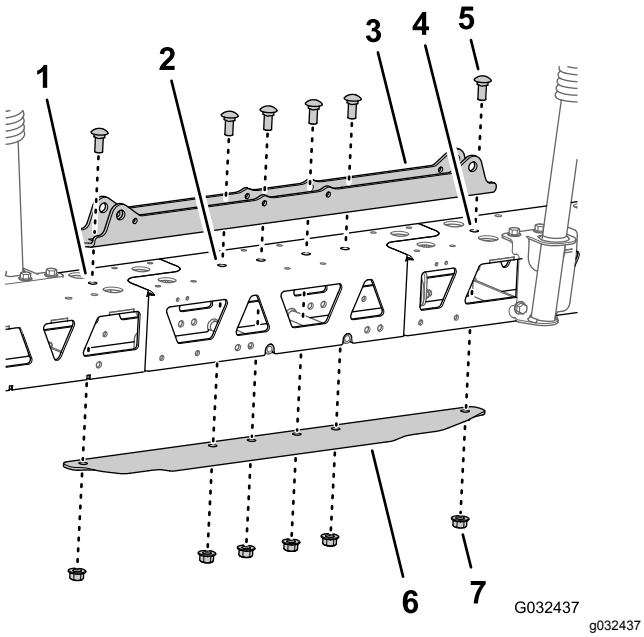

Figur 55
5. Juster hullerne i cylinderbeslaget, så de passer med hullerne ved midterlinjen på afstiverstellet og midterbomforlængeren (Figur 55).
6. Sæt stødpladen ind i afstiverstellet og midterbomforlængeren, og juster hullerne i stødpladen, så de passer med hullerne ved midterlinjen på afstiverne og bomforlængeren (Figur 55).
7. Saml cylinderbeslaget, afstiverne, midterbomforlængeren og stødpladen med de 2 bræddebolte (1/2 x 1-1/4 tomme) og 2 flangelåsemøtrikker (1/2 tomme), som du afmonterede i trin 2 i Adskillelse af afstiverne til midtersprøjtesektionen (side 27), og de 4 bræddebolte (1/2 x 1-1/4 tomme) og 4 flangelåsemøtrikker (1/2 tomme) fra GeoLink-finishingsættet til sprøjtesystem (Figur 55).